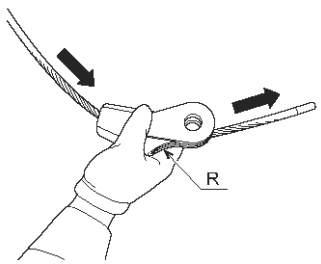
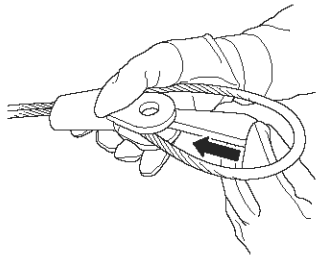

Figure 6-38
Figure 6-39
23) Insert the end of the Wire Rope into the Terminal being careful to pass through the side not having an arc shape indicated by “R” on **Figure 6-38**. Making a “loop”, insert the Wire Rope back into the Terminal making sure at least 6 inches (152 mm) of Wire Rope extend beyond the Terminal. Insert the Terminal Wedge into the “loop” as shown in **Figure 6-39**. Now pull the rope until the Terminal Wedge and the rope are tightly seated in the Terminal.